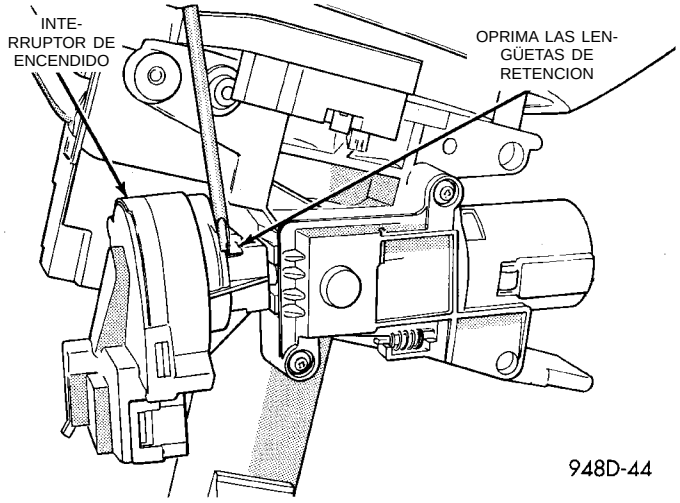

Fig. 43 Desmontaje del interruptor de encendido
(6) Oprima las lengüetas de retención (Fig. 43) y extraiga el interruptor de encendido de la columna de dirección.